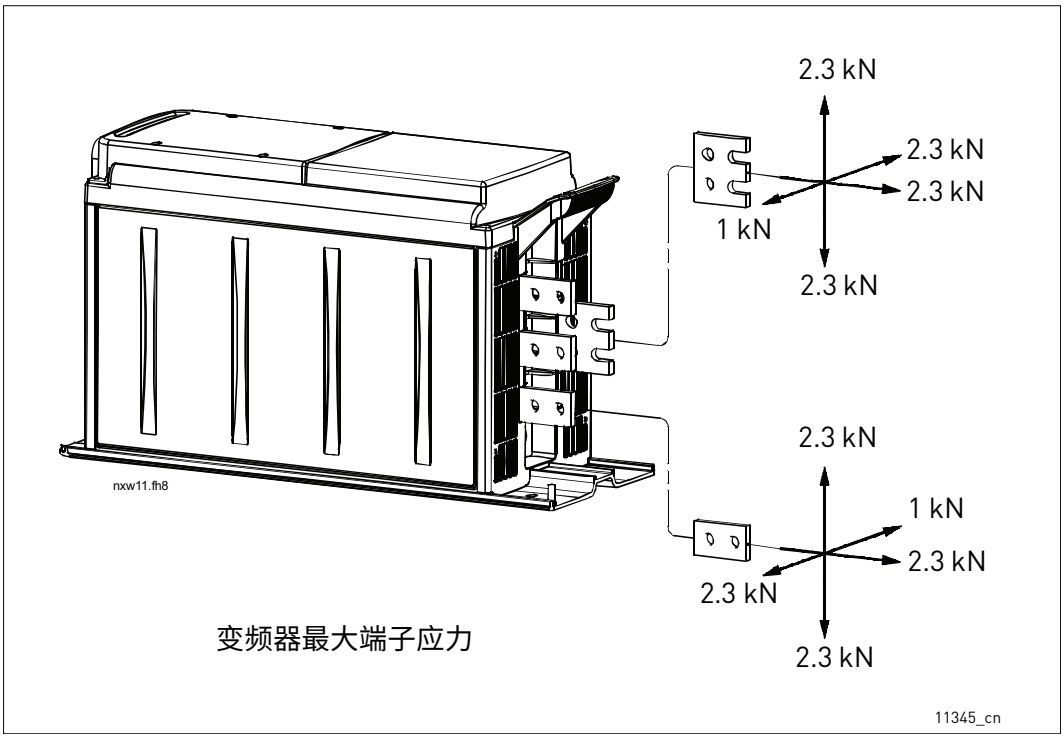

图 54. 最大端子应力
- 考虑图 54 中所示的最大端子应力。
为了在顶部带有直流电源的逆变器单元 (CH61...CH64) 的母线端子上避免出现过大的端子应力，请使用挠性母线进行连接。请参见下面的图。图 54 中展示了最大端子应力。